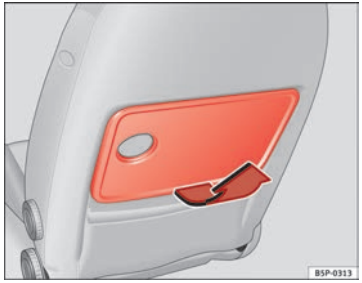

Fig. 105 Folding tray on the front left seat
– To open the tray, open it up in the direction of the arrow ⇒ fig. 105.